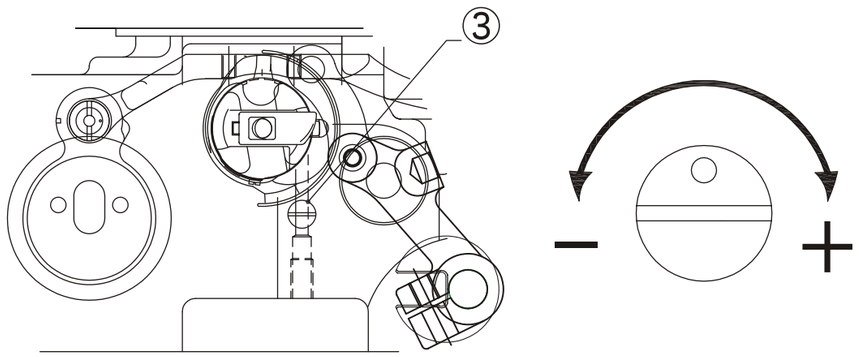

Fig. 9
2. Ajuste la cantidad de lubricación (Fig. 9)